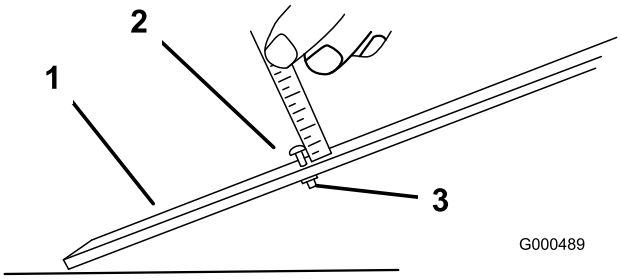

**Figur 52**
3. Løsne mutteren på høydemåleren (Figur 52), og fest justeringsskruen i ønsket klippehøyde. Klippehøyden